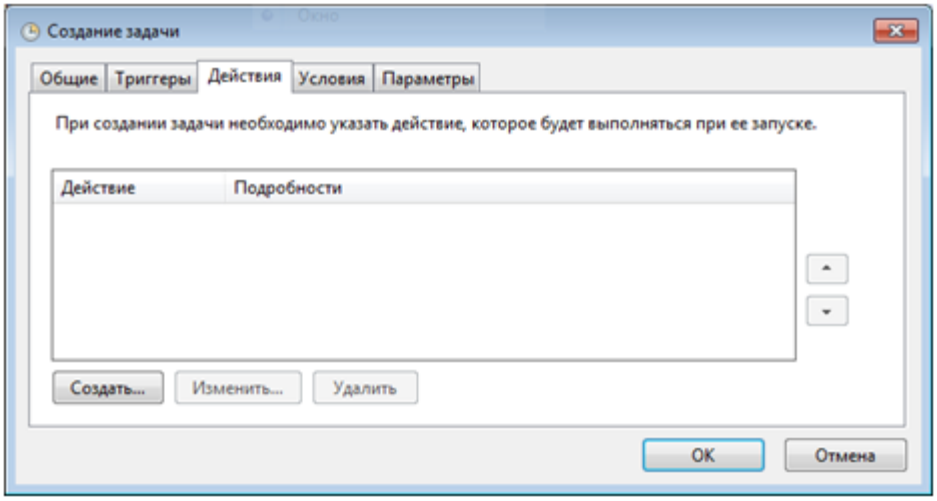

Рисунок 9-109 Переход к созданию действия
– на вкладке «Действия» нажать кнопку «Создать» (см. Рисунок 9-109). В появившемся окне